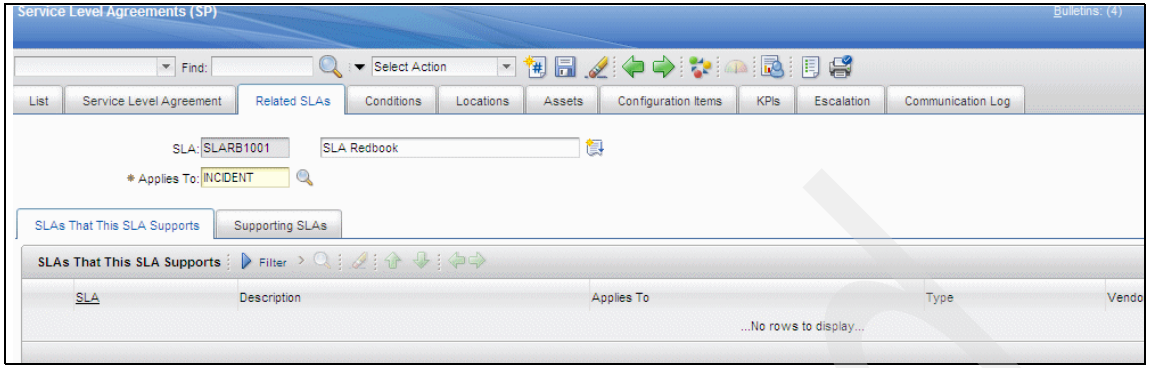

Figure 3-44 SLA with other associated SLAs
5. An SLA can also have another SLA that can be associated using the Related SLAs tab. To associate another SLA, click **New Row**, and add a new row. Alternately, select **Select SLAs**, and select an existing SLA, as shown in Figure 3-44 on page 58.